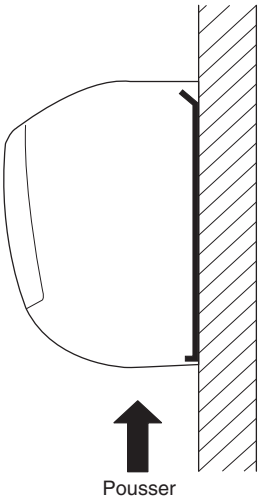

Fig. 3-33
(3) Appuyer sur les 2 marques △ sur la partie inférieure de l'unité intérieure et déverrouiller les languettes. Soulever ensuite l'unité intérieure et procéder au démontage. (Fig. 3-33)